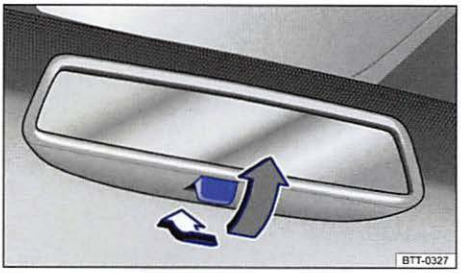

Fig. 80 Manually adjustable inside mirror.
- To adjust to non-glare visibility, move the lever so that it points backward ⇒ fig. 80. ▶